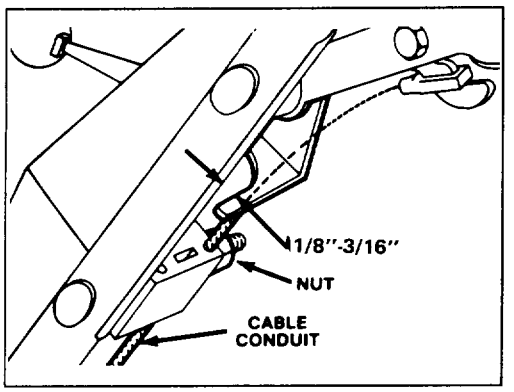

Figure 27
2. CHECK ADJUSTMENT (Fig. 27)—Move control bar toward handle until slack in wire is removed. Gap between brake lever and handle must be 1/8"-3/16". See step 3 for adjustment.
3. ADJUST CABLE CONDUIT (Fig. 27)—Loosen nut on cable bracket. Insert 1/8"-3/16" object between brake lever and handle. Pull down on cable conduit until all slack is removed from wire. Then tighten nut.